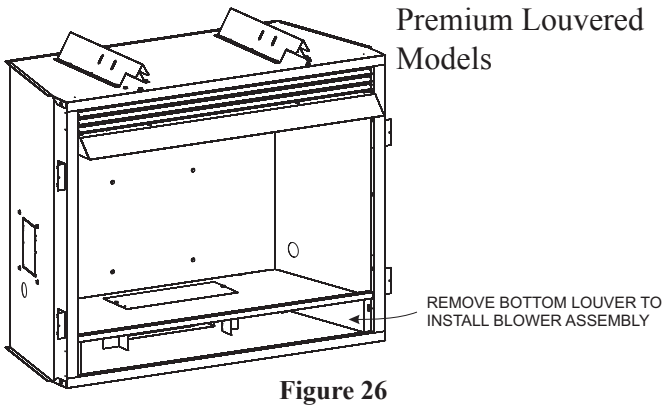

**Figure 26**
3. Determine which type of firebox you have prior to installation. **See Figures 26 and 27**.